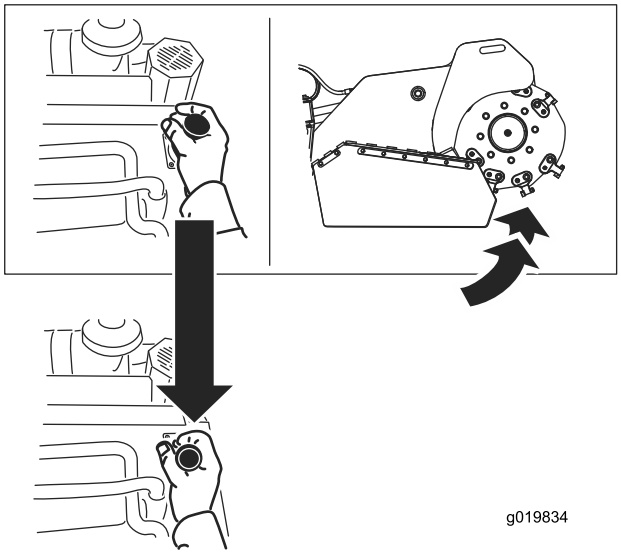

Figur 14
- Höj upp fräsen genom att dra spaken bakåt (Figur 14).